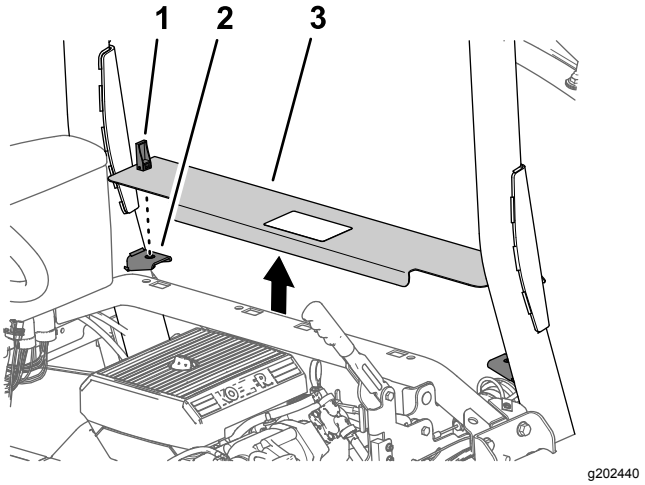

Figuur 7
1. Draai de handgrepen van de sluitingen van het inspectieluik van de motor naar boven (Figuur 7).
2. Til het inspectieluik van de motor op en neem het van de machine (Figuur 7).